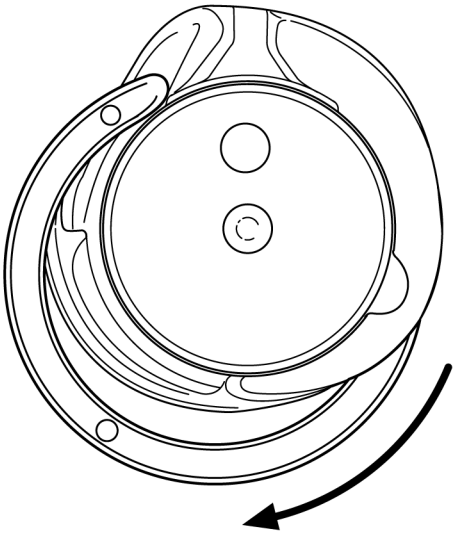

Рис. 71
- Выверните влево или вправо скобу челнока из нижней части шпульного колпачка (рис. 71).